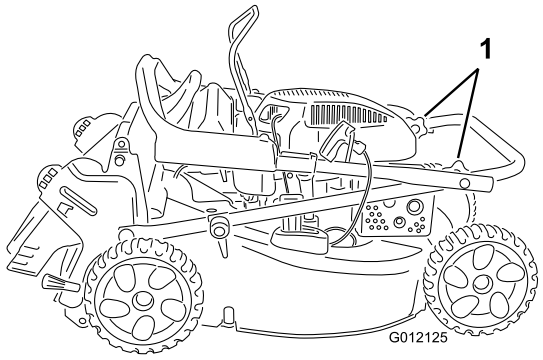

Figuur 3
1. De bovenste handgreepschroeven losdraaien (Figuur 3).
3. Draai de knoppen met de hand stevig vast (Figuur 3).